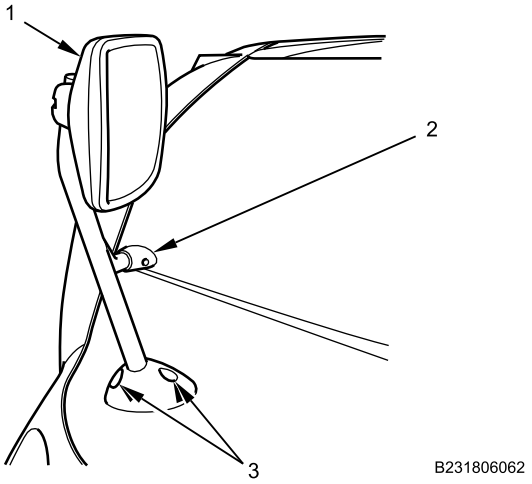

Figure 6. Mirror Assembly.
1. Remove locknut and washer from small mirror support arm (Figure 6, Item 2). Discard locknut.
2. Remove two locknuts, flat washers, bolts (Figure 6, Item 3), and mirror assembly (Figure 6, Item 1). Discard locknuts.